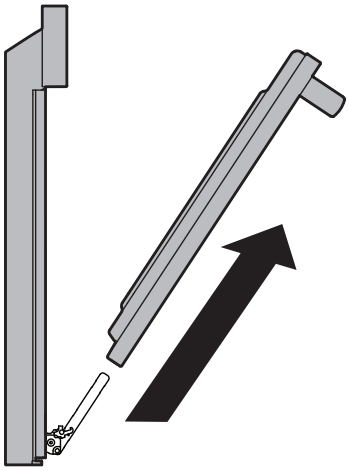

Figure 18: Enlever la porte
4. Tirez le bas de la porte vers vous tout en faisant tourner le haut de la porte vers l'appareil pour dégager complètement les leviers de charnière (Figure 18).
1. Tenez fermement les deux côtés de la porte. N'utilisez pas la poignée de la porte (Figure 18).